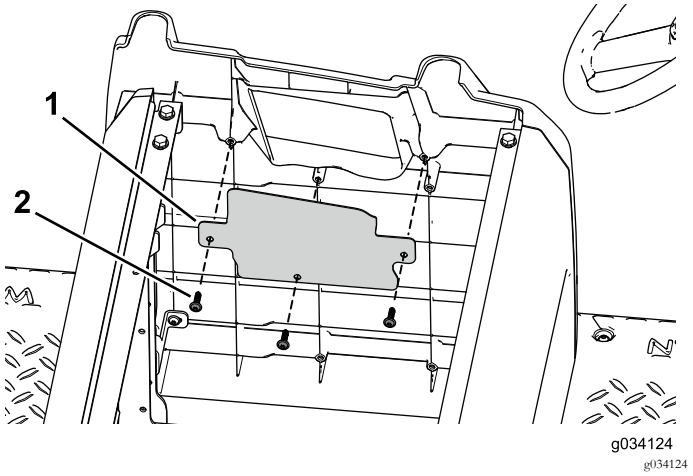

Figur 95
6. Brug de tre selvskærende skruer til at fastgøre åbningsdækslet på sidepladen (Figur 95).